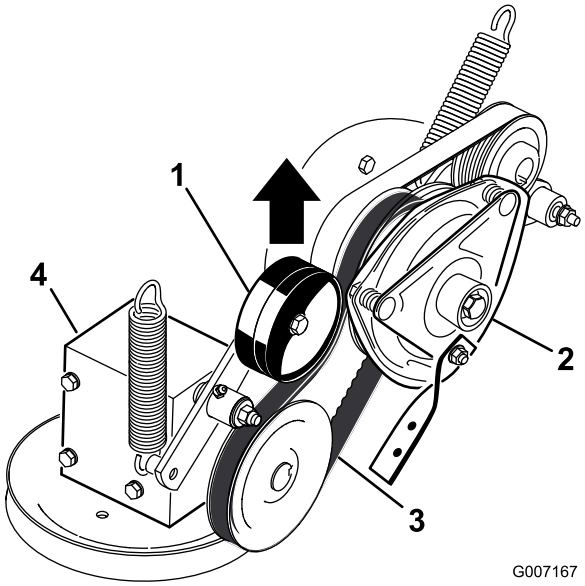

Figur 61
4. Træk op i den fjederbelastede styreremskive for kraftudtagets drivrem, og fjern remmen fra koblingsremskiven (Figur 61).
16. Træk op i den fjederbelastede styreremskive for kraftudtagets drivrem, og monter den på koblingsremskiven (Figur 61).